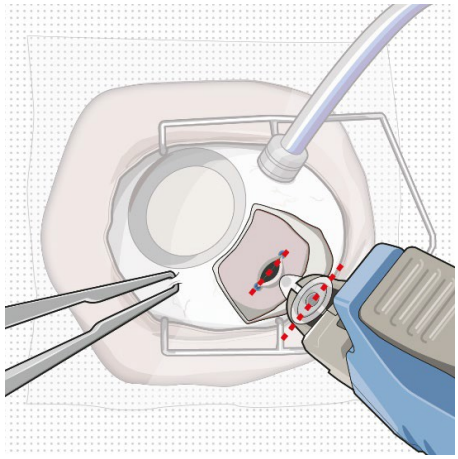

Figure 36
- Orient the long axis of the implant flange with the length of the sclero-pars plana incision (Figure 36).